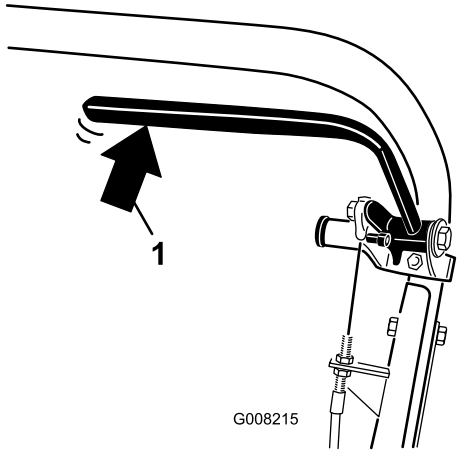

Figur 32
2. Brug en fjedervægt, og tryk bagud på driftsbremsegrebet (Figur 32). Parkeringsbremsen bør udløses, når der nås en kraft på 13,5 til 18 kg. Hvis parkeringsbremsen udløses, før en kraft på 13,5 til 18 kg er opnået, skal bremsekablet justeres. Fortsæt til trin 3.